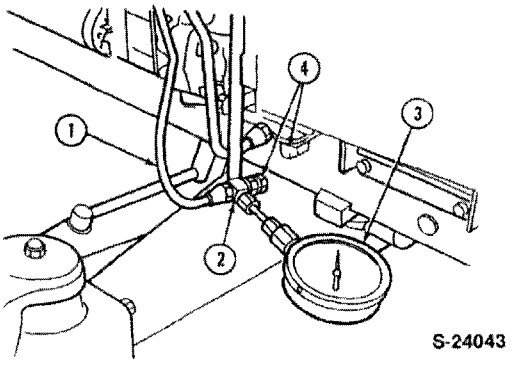

Figure 35
2. Connect the pressure gauge to the end of the line from the steering motor and cap the line leading to the steering cylinder Figure 35.